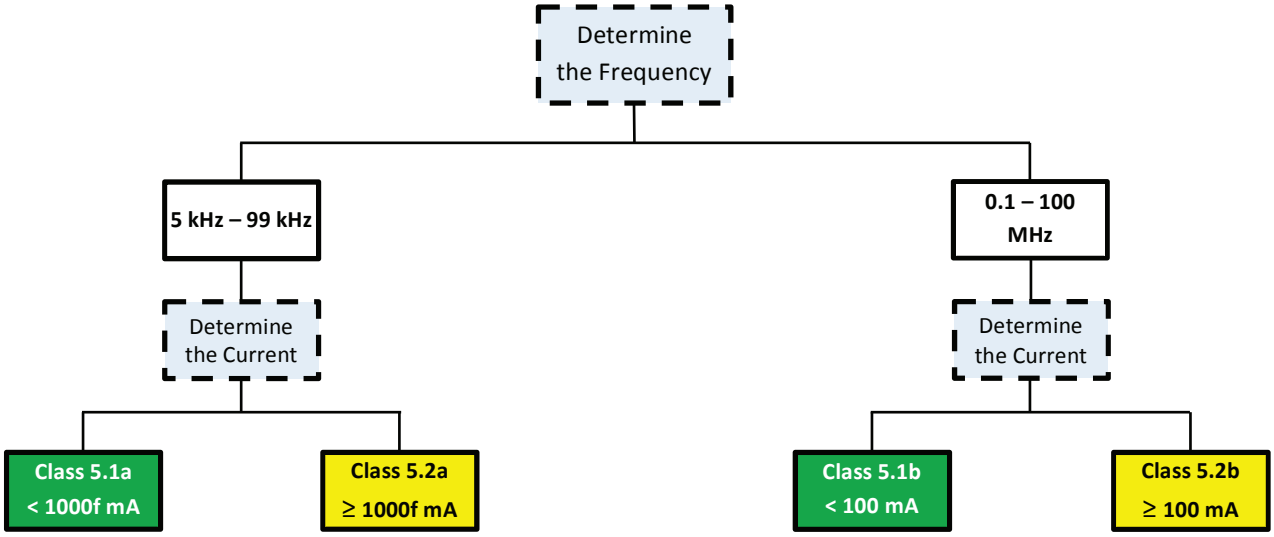

Fig. 3.7. Hazard Classes 5.x, RF Circuits 5 kHz to 100 MHz (f is in MHz)
3. The RF hazard classification chart in Fig. 3.7 determines if the RF source can put out sufficient current to be a shock/burn hazard. However, it does not take into account the body impedance, which is necessary to determine if the source can drive these currents into the body. The tools for body impedance modeling are too detailed to put into this document.